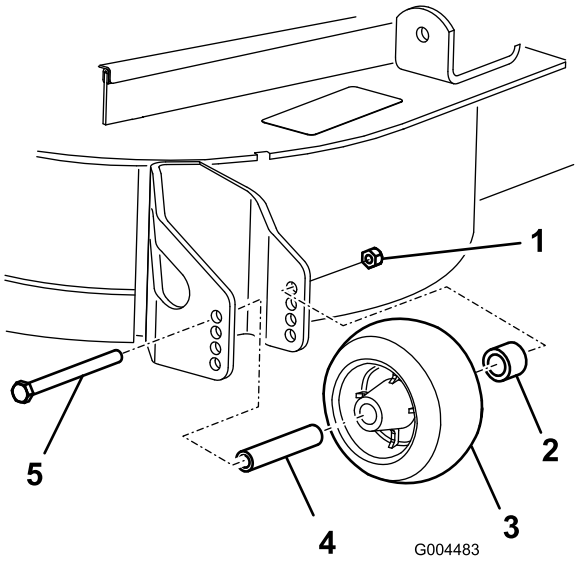

Figura 18
3. Dopo avere regolato l'altezza di taglio, regolate i rulli togliendo il dado flangiato, la boccola, il distanziale ed il bullone (Figura 18).
5. Montate il dado flangiato, la boccola, il distanziale ed il bullone. Serrate a 54-61 Nm (Figura 18).